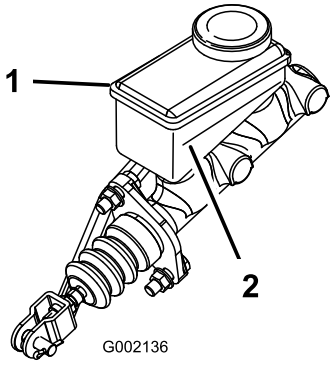

Figur 14
3. Titta på vätskenivåns kontur på sidan av behållaren (Figur 14).
B. Fyll behållaren med DOT 3-bromsvätska tills nivån överskrider linjen som markerar den lägsta tillåtna nivån (Figur 14).
5. Montera gummipluggen ovanpå instrumentbrädan (Figur 14).